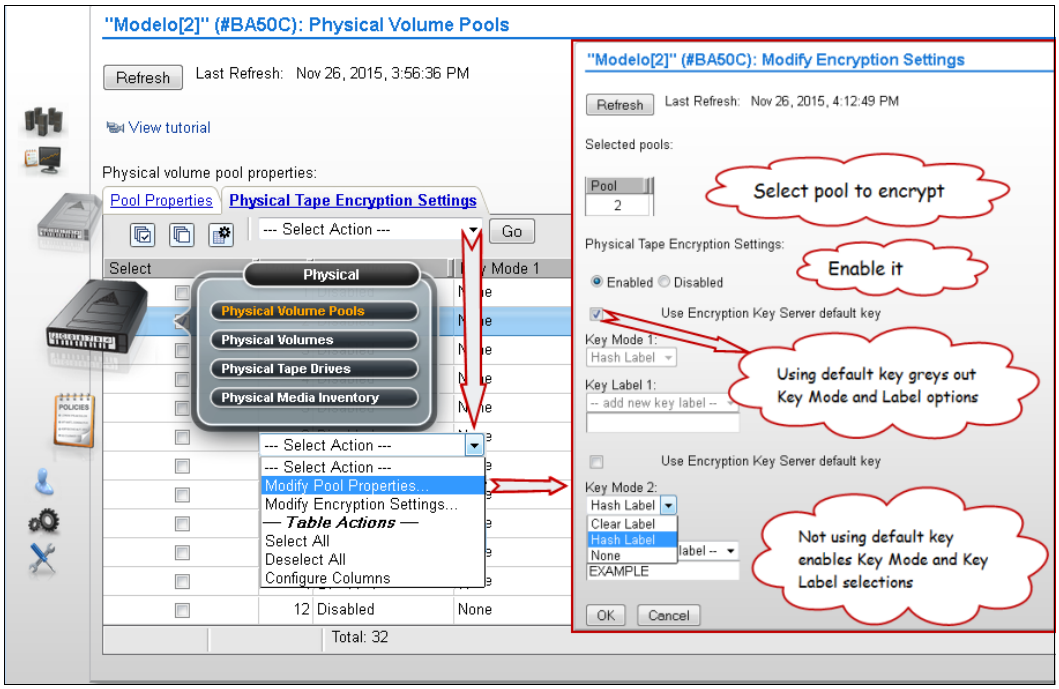

Figure 11-21 Modify encryption settings parameters
To modify encryption settings for one or more physical volume pools, complete the following steps (Figure 11-21 on page 589 shows this sequence). For more information, see “Physical Volume Pools” on page 460:
5. Click **Go** to open the Modify Encryption Settings window (see Figure 11-21).